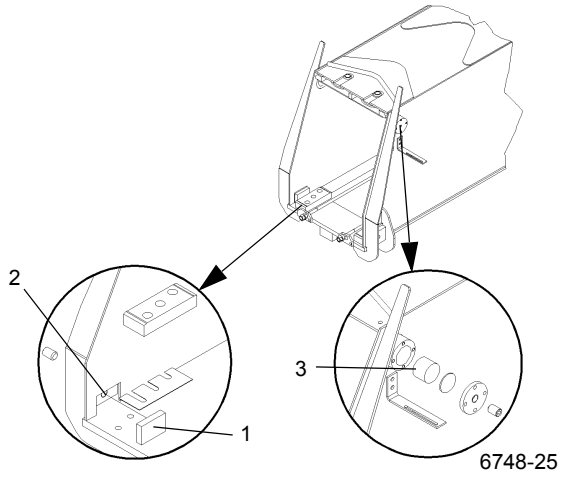

FIGURA 4-47
2. Instale las almohadillas de desgaste inferiores (de latón) (Figura 4-47, 1) en la sección central exterior. Destornille el tornillo de ajuste de modo que la almohadilla se asiente completamente en la cavidad (Figura 4-47, 2). La almohadilla deberá extenderse no más de 1/8 pulg en la sección central exterior para la instalación inicial.
3. Inserte la almohadilla de desgaste superior, la placa de respaldo y la placa de ajuste. (Figura 4-47, 3)